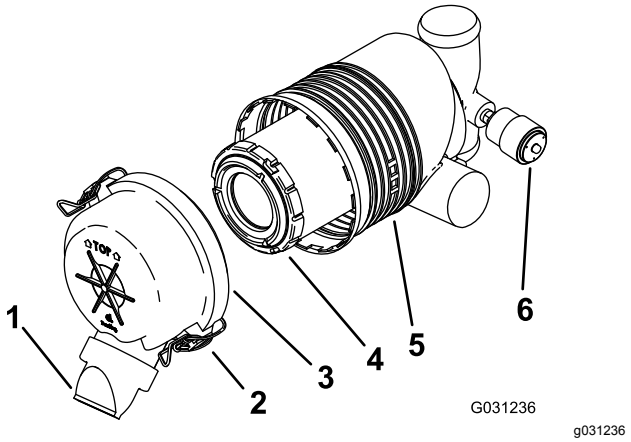

**Figuur 41**
***Belangrijk:*** **Vervang het luchtfilter uitsluitend als de onderhoudsindicator rood is (Figuur 41). Als u het luchtfilter vervangt voordat dit nodig is, wordt de kans dat er vuil in de motor komt wanneer u het filter verwijdert alleen maar vergroot.**
5. Maak de sluitingen op het luchtfilter los en trek het luchtfilterdeksel van de luchtfilterbehuizing (Figuur 41).
- Als het onderhoudsindicator doorzichtig is, monteer dan het luchtfilterdeksel met de stofkap naar beneden gericht en maak de sluitingen vast (Figuur 41).
1. Schuif het filter voorzichtig uit de luchtfilterbehuizing (Figuur 41).
3. Monteer het filter voorzichtig (Figuur 41).
4. Monteer het luchtfilterdeksel met de stofkap naar beneden gericht en maak de sluitingen vast (Figuur 41).